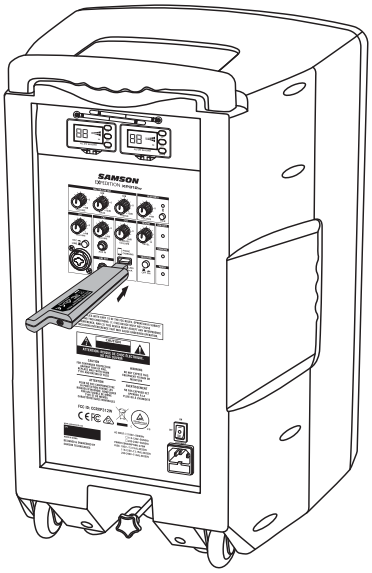
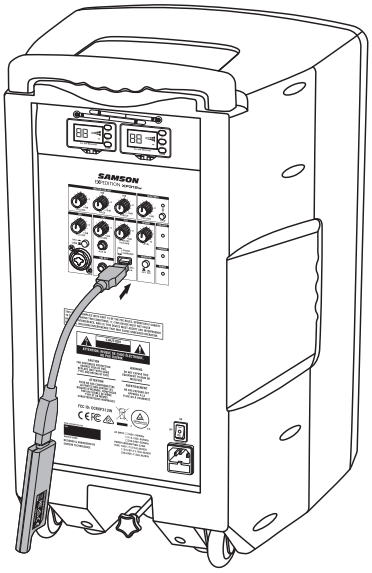

Figure 1
Figure 2
1. Plug the RXD2 USB receiver into one of the USB jacks on rear panel of the XP312w directly (figure 1) or using the included USB extension cable (figure 2).